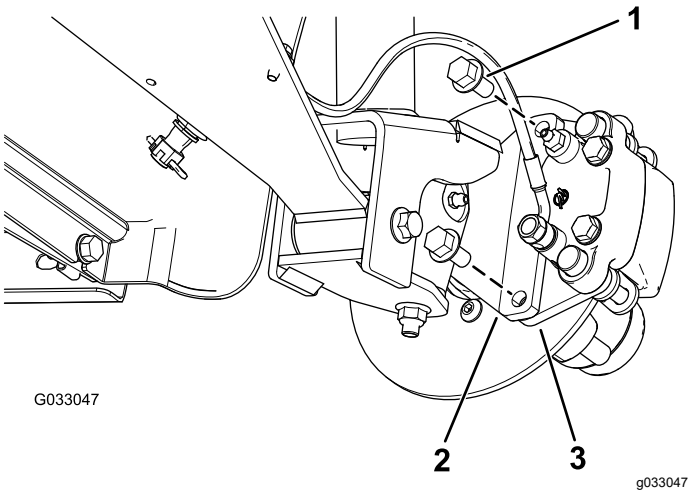
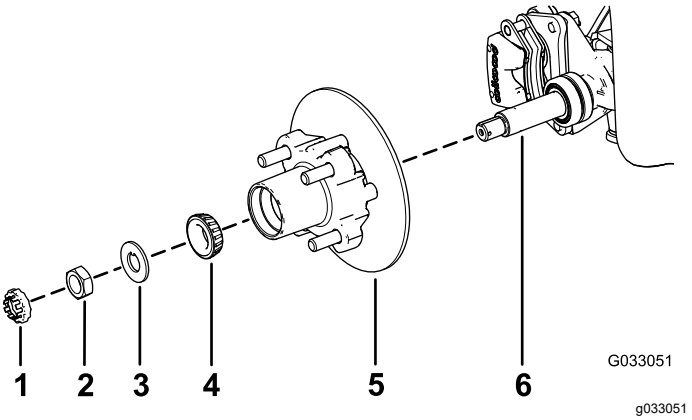

Figur 30
Figur 34
3. Fjern flangehovedboltene (⅜" x ¾"), der holder beslaget til bremsesamlingen fast på spindlen, og adskil bremsen fra spindlen (Figur 30).
1. Påfør et lille lag af det anførte smøremiddel på spindlen (Figur 34).
2. Monter nav og rotor på spindlen med rotoren indvendigt (Figur 34).
3. Monter det udvendige leje på spindlen og sæt lejet på plads i relation til den udvendige lejeløbering (Figur 34).
4. Monter tapskiven på spindlen (Figur 34).
5. Skru spindelmøtrikken på spindlen, og tilspænd møtrikken med et moment på 15 Nm, mens navet roteres, så lejet indstilles (Figur 34).
2. Ret bremseklodserne ind på hver side af rotoren (Figur 30), og ret hullerne i kaliberbeslaget ind efter hullerne i bremsemonteringen på spindelrammen (Figur 34).
3. Fastgør kaliberbeslaget til spindelrammen (Figur 30) ved hjælp af de 2 flangehovedbolte (⅜" x ¾").